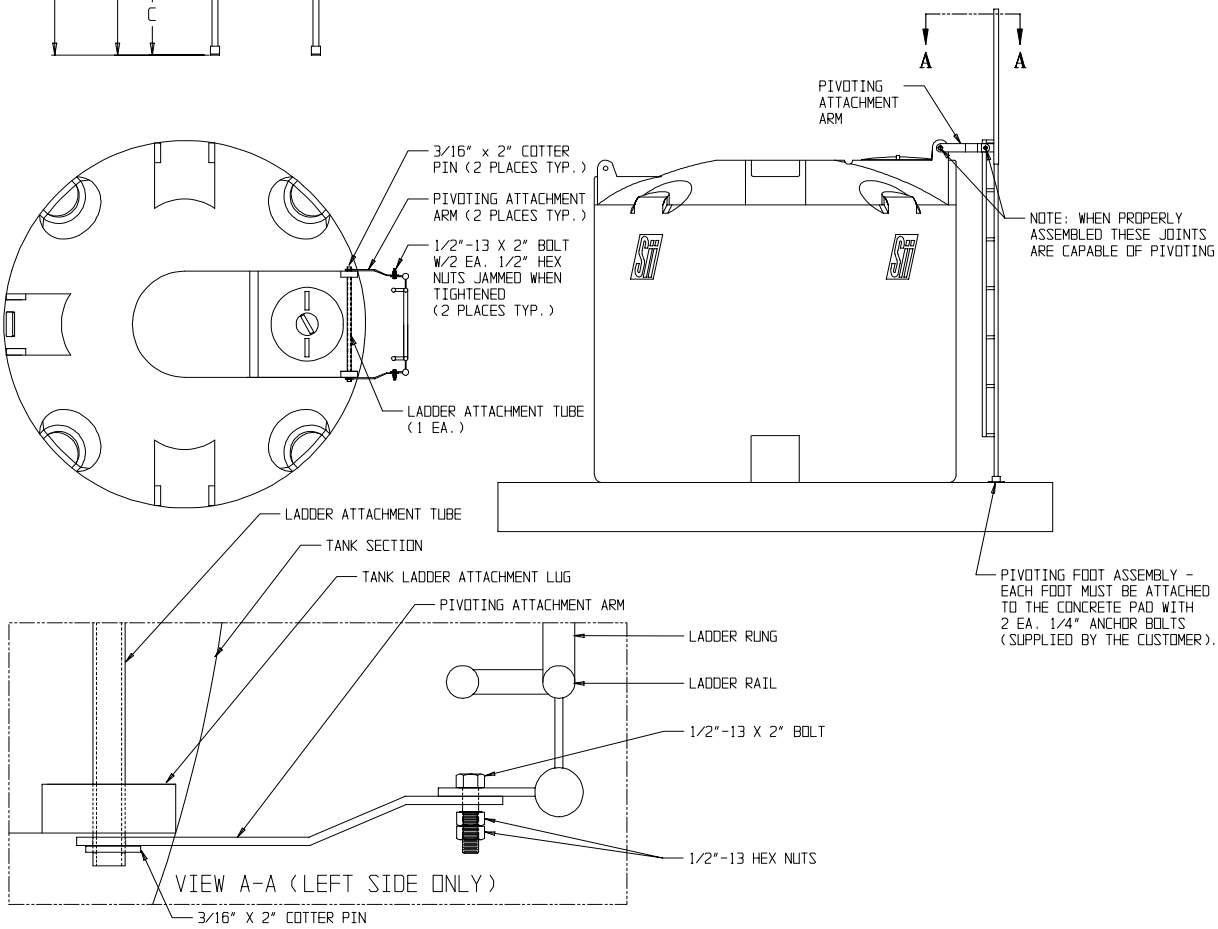

Figure 8.4
8.4.1 Steel ladders are designed in accordance with OSHA 1910.27 and are to be mounted next to the tank on a concrete pad at the same elevation as the bottom of the tank. The concrete pad area that the ladder mounts to must be of sufficient size as to comply with OSHA standards regarding proper access to and from the ladder. This should be determined by the construction site engineer based on the specific application. The pad must be of sufficient size to allow proper attachment of 1/4” anchor bolts (check with anchor bolt manufacturer for embedment and edge distance required). The ladder mounting system is designed to allow for tank expansion and contraction due to temperature and loading changes. Using the assembly drawing and table shown in Figure 8.4, verify that all parts are present and assemble accordingly.
8.4.2 Attach the two pivoting attachment arms to the ladder using 1 ea. 1/2"-13 x 2" hex head bolt and 2 ea. 1/2" - 13 hex nuts. Double nut each bolt by tightening the first nut to 85 ft. - lbs. of torque and then jamming the second nut to the first nut by holding the first nut and tightening the second to 85 ft. - lbs. of torque. Position the ladder on the tank and attach the top pivoting attachment arms to the tank with the ladder attachment tube and cotter pin provided (see Figure 8.4). Position the ladder parallel with the side of the tank and mark the 1/4" anchor bolt locations. Install appropriate 1/4" anchor bolts and attach the bottom of the ladder to the concrete pad. Anchor bolts are not provided by the manufacturer and must be purchased by the customer.